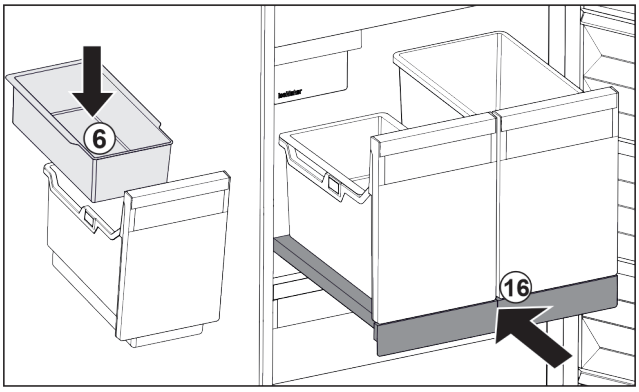

Fig. 176
▶ Installer le balconnet *Fig. 176 (6)* pour glaçons.
▶ Rentrer le compartiment coulissant avec le bac (IceTower). *Fig. 176 (16)*